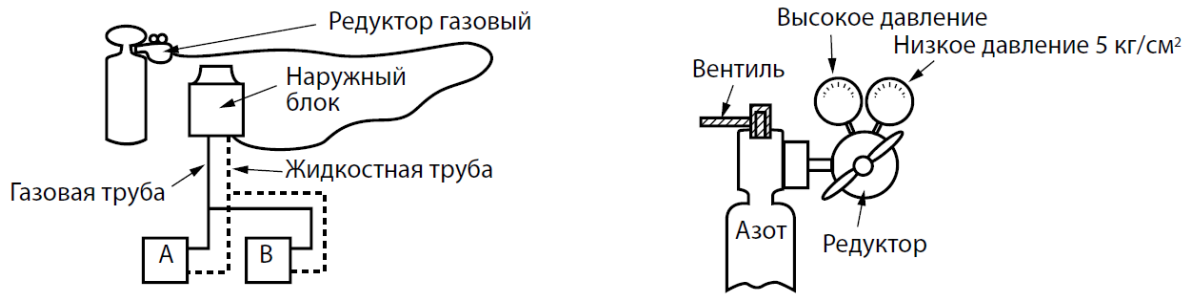

Рисунок 5.11 – Подключение установки опрессовки или продувки азотом
4. Подавайте азот с обратной заблокированной части стороны трубы (см. рисунок 5.11) и по мере увеличения давления, когда руками уже невозможно удержать материал, при помощи которого заблокировано отверстие трубы, резко откройте отверстие (первый этап продувки). Повторяйте шаги 1 и 2, чтобы выдуть грязь (несколько раз).